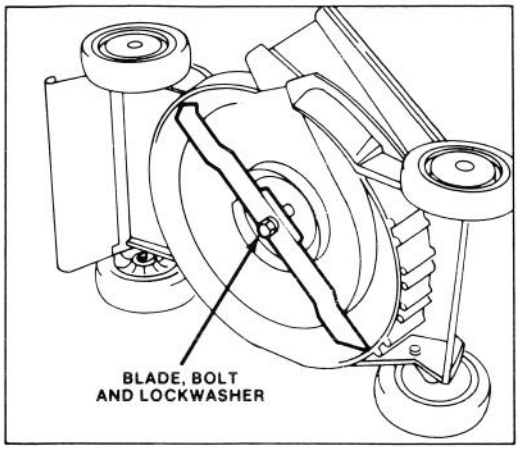

Figure 12
3. Tip mower on its left side (Fig. 12).
2. Tip mower on its left side (Fig. 12).
5. REMOVING BLADE – Grasp end of blade using a rag or thickly padded glove. Remove blade bolt, lockwasher and blade (Fig. 12).